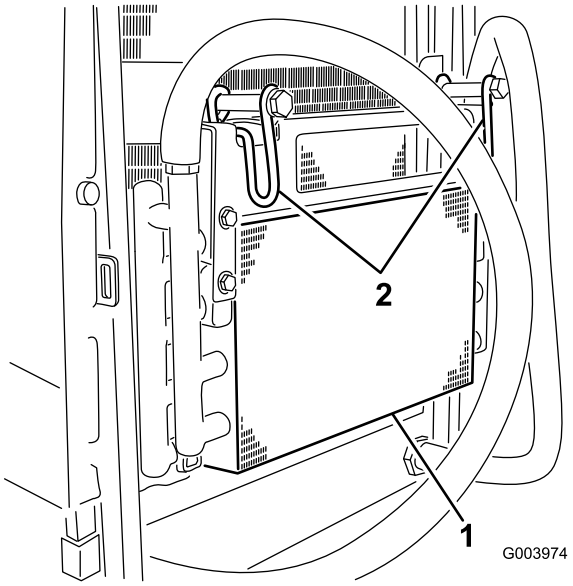

Figur 60
6. Vrid spärren inåt för att frigöra oljekylaren (Figur 60).